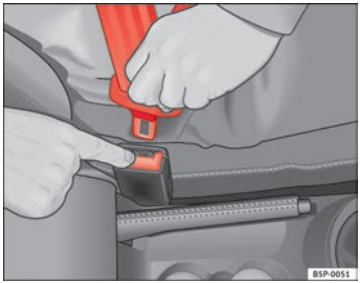

Fig. 16 Sgancio della linguetta dal blocchetto d'aggancio
– Premere il tasto rosso che si trova nel blocchetto d'aggancio ⇒ fig. 16. La linguetta scatta all'infuori ⇒ ⚠.